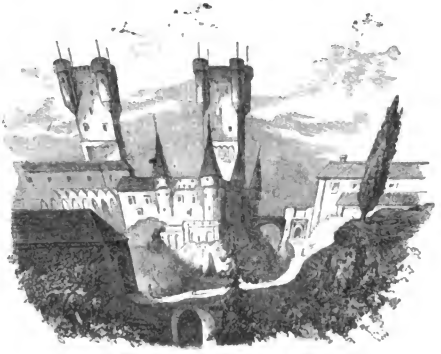

Fig. 207. Perspektivische Landschaft für das Panorama.
**Das Panorama.** Bis zu welchem Grade der Täuschung aber eine perspektivisch richtige Zeichnung uns führen kann, davon geben die Panoramen den besten Beweis. Es sind dies Gemälde, welche eine Landschaft oder eine Scene so darstellen, daß sich der Beschauer gleichsam mitten darin befindet. Die Leinwand, auf welcher sie aufgetragen sind, ist deshalb auch gewöhnlich in einem runden Gebäude aufgespannt und umgiebt den Zuschauer von allen Seiten. Auf den Standpunkt des Beschauers ist die Perspective des Gemäldes berechnet, und weil das Gemälde auch nur von demselben Punkte aus, für welchen die Zeichnung entworfen ist, betrachtet werden kann, so ist deshalb für den Beschauer ein besonderes Podium gebaut. Von einem anderen als dem berechneten Punkte aus gesehen, erscheinen die Bilder verzerrt, wie es ungefähr Fig. 207 veranschaulichen kann. Man kann diese kleine Zeichnung auch ohne Verzerrung erblicken, wenn man in ein Kartenblatt ein rundes Loch, ungefähr von der